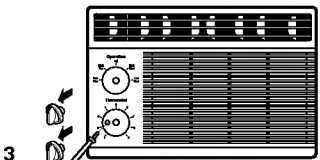

Fig. 3
2. Saque el tornillo que asegura la Parrilla Frontal (ver Fig. 3).